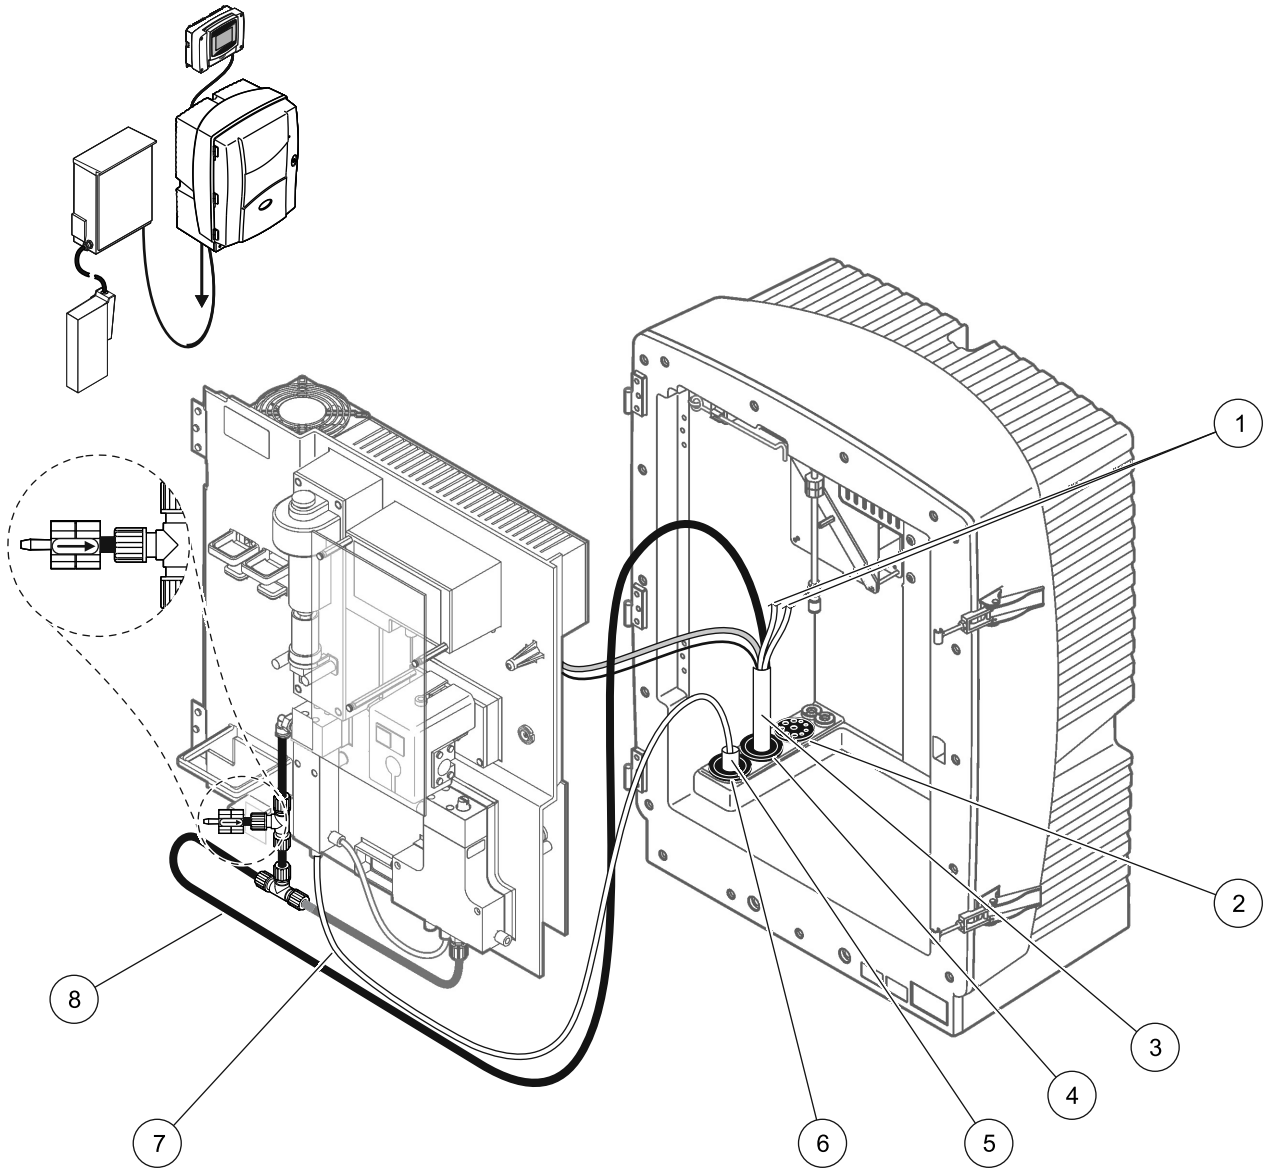

图 29 选项 3 设置
请参考图 29 以及选项 3 的以下说明：
2. 通过分析仪开口从 FILTRAX 引出加热的软管 （图 29，项目 5）。使用 1 号密封塞加固。